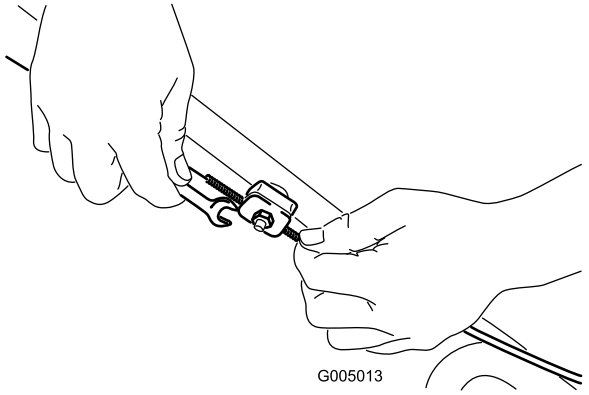

Figuur 22
1. Draai de moer van de kabelbeugel los (Figuur 22).